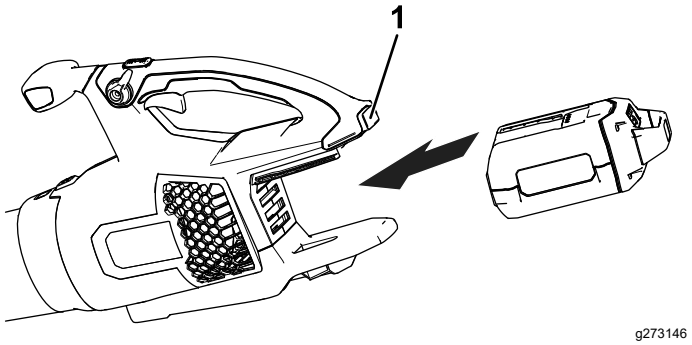

Figure 6
2. Alignez le creux de la batterie sur la languette du corps du manche (Figure 6).